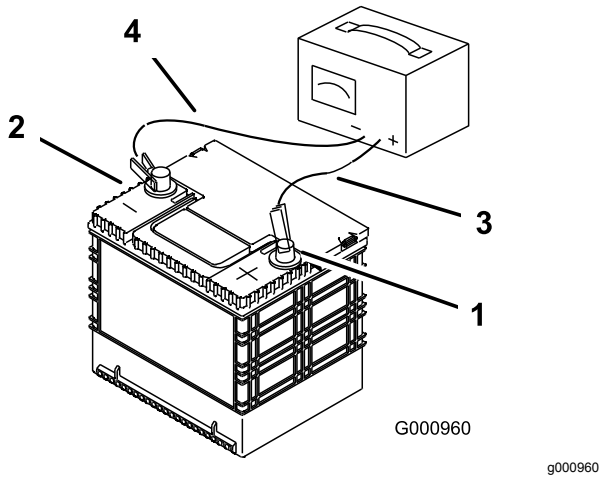

Figur 65
2. När batteriet är fulladdat ska laddaren kopplas bort från eluttaget först, och sedan ska laddningskablarna lossas från batteripolerna (Figur 65).